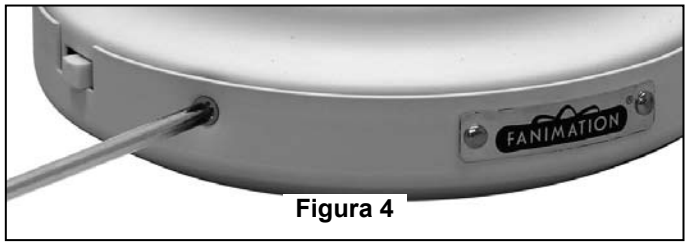

Figura 4
7. Desarme la unidad de la caja/del adaptador del interruptor retirando 3 tornillos. (Figura 4)